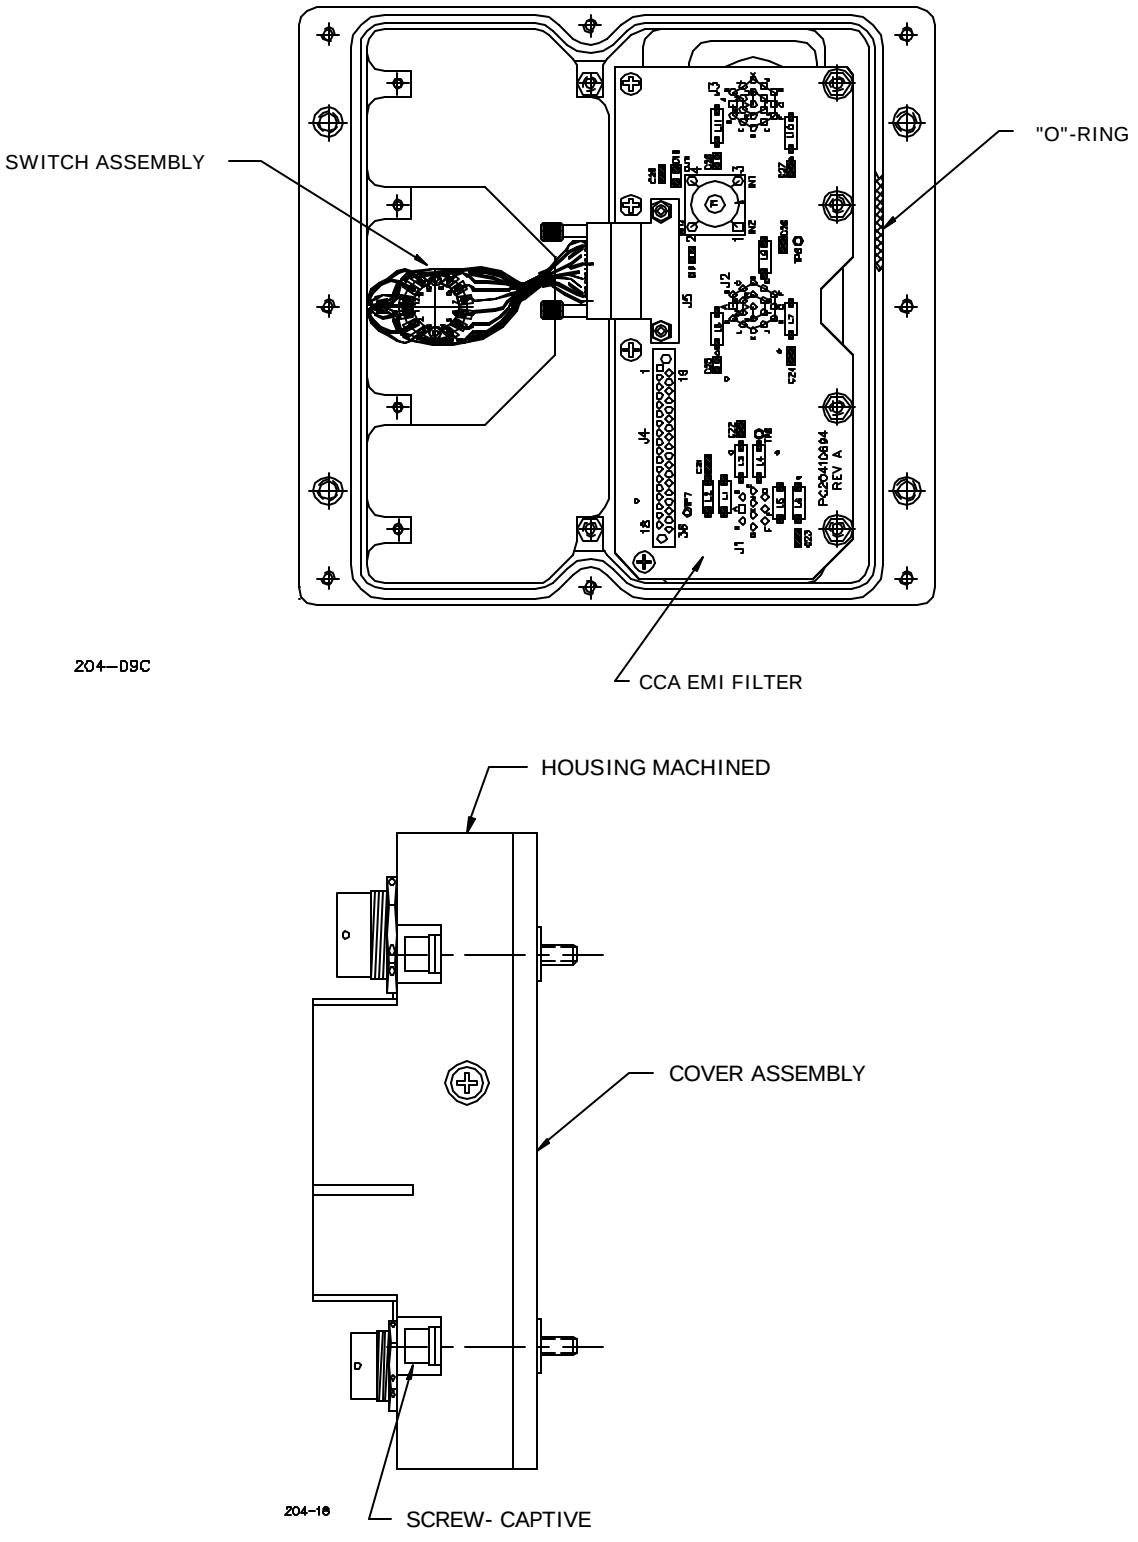

Figure H-6. MCA Description
H.4.1.2 EMI-FILTER Circuit Card Assembly (Refer to Figure H-6)
H.4.1.3 Switch Assembly (Refer to Figure H-6)
H.4.1.4 Housing Assembly (Refer to Figure H-6)
H.4.1.5 Cover Assembly (Refer to Figure H-6)
H.4.1.6 Screw Captive (Refer to Figure H-6)